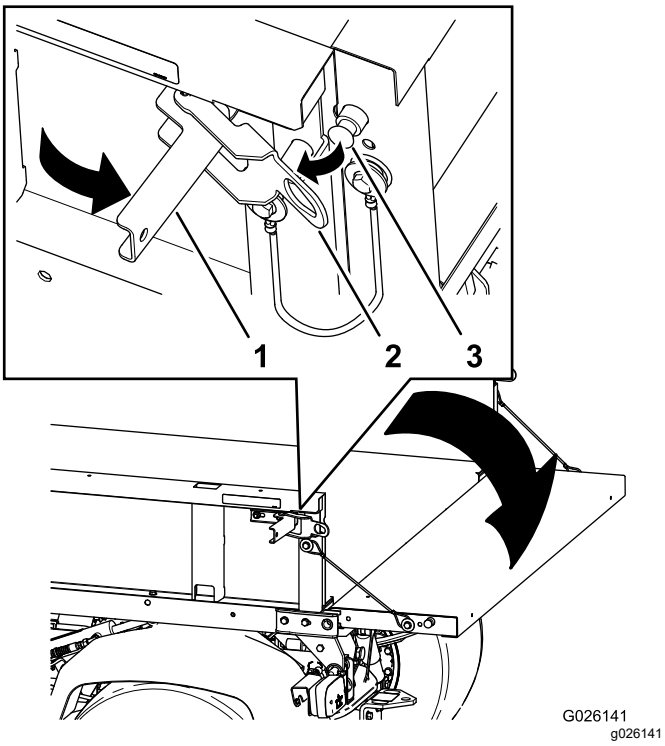

**Figura 15**
2. Abra los enganches de los lados izquierdo y derecho de la plataforma de carga, y baje el portón trasero (Figura 15).